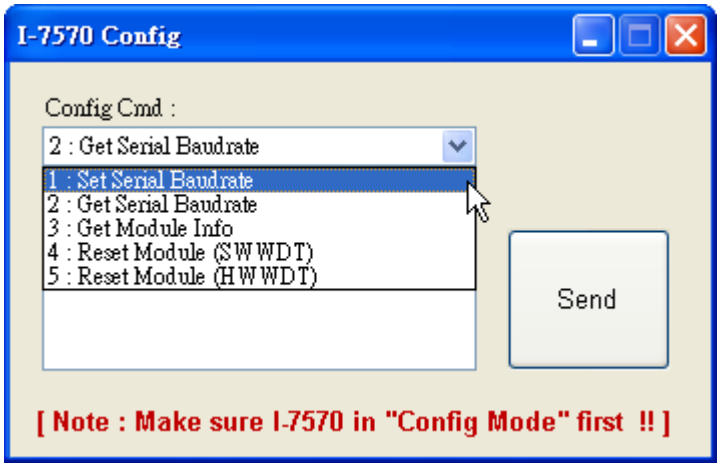

Figure 4-18**:** "For I-7570" Option - Configuration Screen
2. “For I-7570” Option : (Like Figure 4-18)